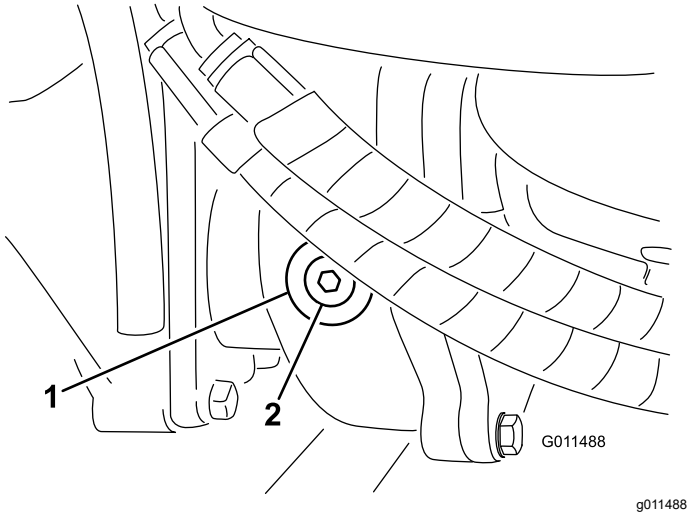

Figuur 70
2. Verwijder de controle/vulplug aan de linkerzijde van de tandwielkast (Figuur 70) en controleer of de tandwielolie tot aan de onderkant van de opening komt. Als het peil te laag is, vult u voldoende transmissieolie bij totdat het peil de onderkant van de opening bereikt.